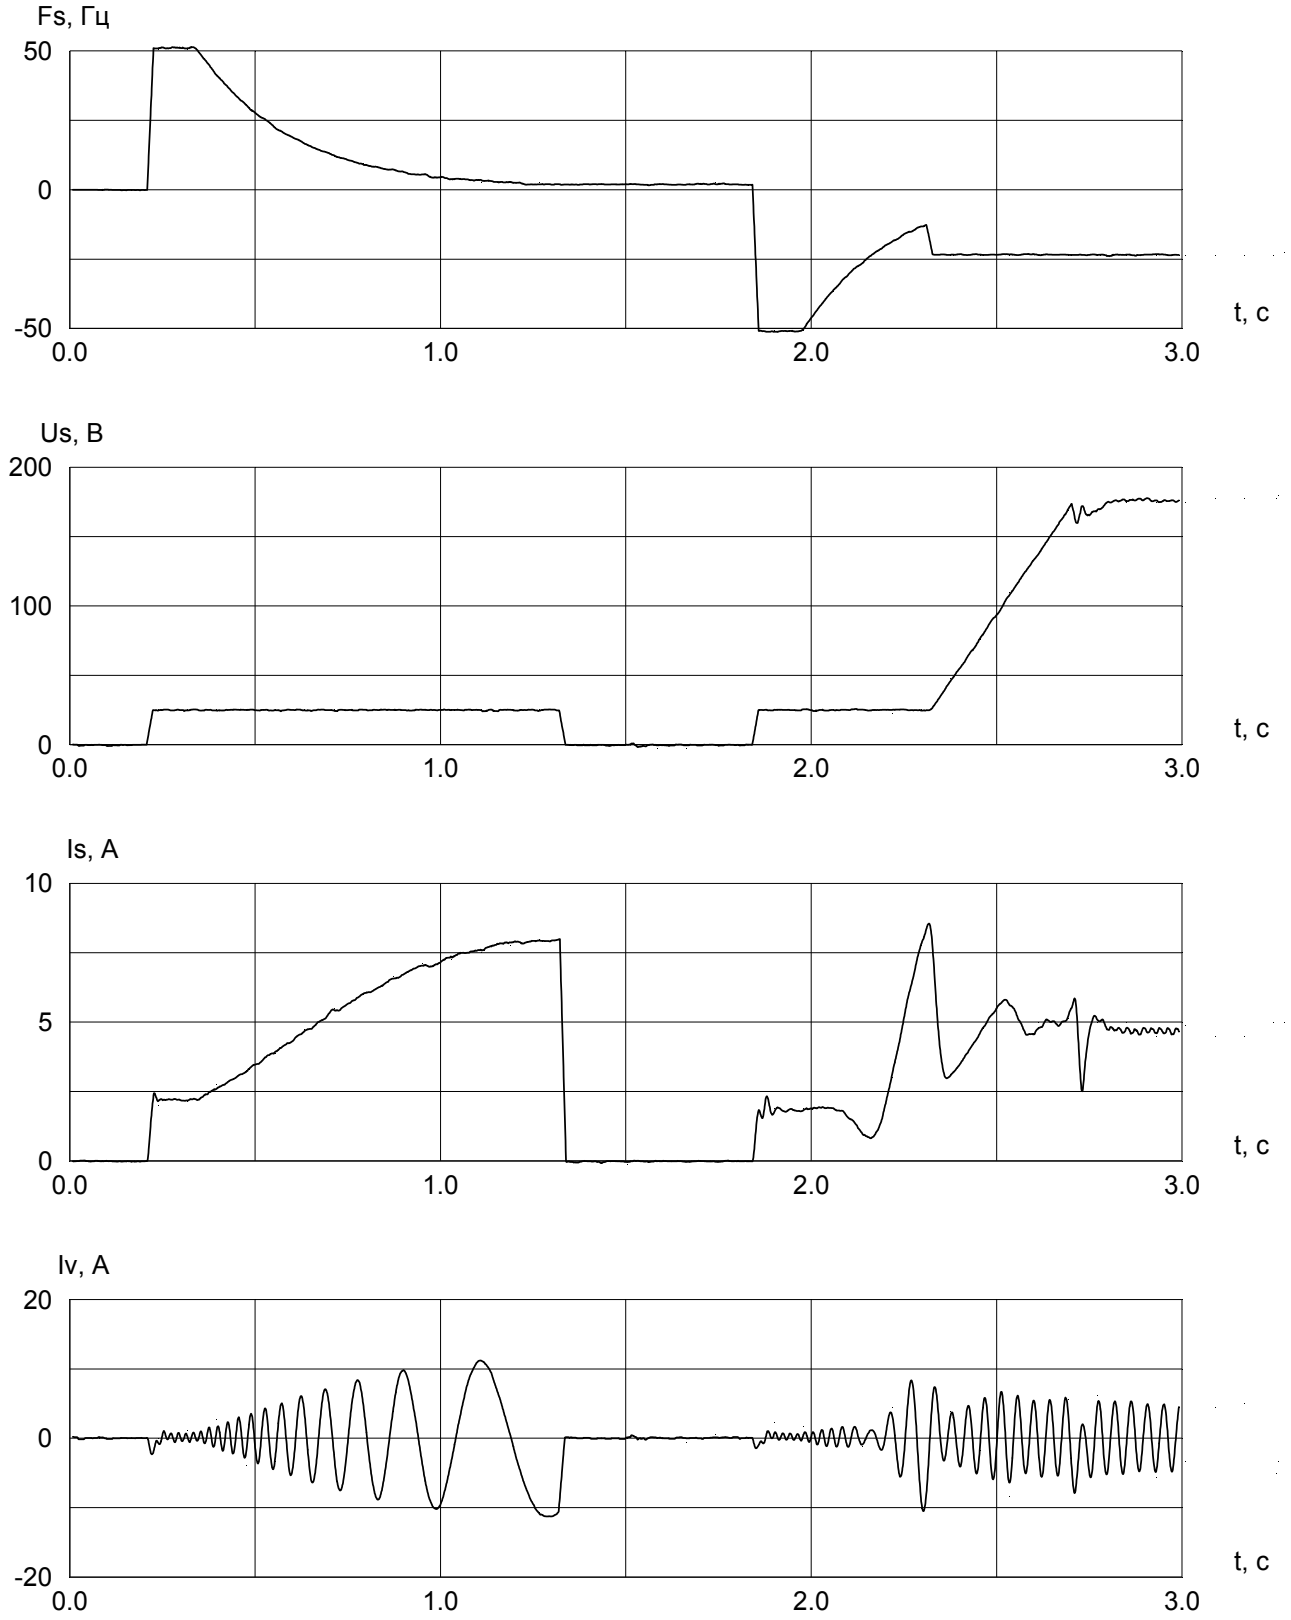

Рис. 7.7. Осциллограммы режима поиска частоты.
*На рис.7.7 приведены осциллограммы частоты напряжения статора **Fs**, действующего значения выходного напряжения преобразователя частоты **Us**, действующего значения тока статора **Is** и мгновенного значения фазного тока **Iv** в режиме поиска частоты. Установленные параметры режима: **Fн ск** = 50 Гц, **Поиск +/-** = ВКЛ, **Tf ск** = 0.25 с, **Tи ск** = 1 с. Скорость двигателя соответствует фактической частоте -25 Гц. На диаграммах хорошо видны все этапы выполнения поискового алгоритма с двунаправленным сканированием, переход к отработке текущего задания не показан.*